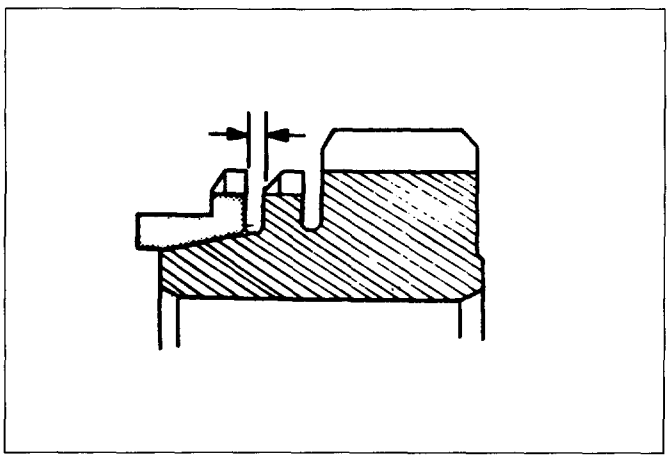

Fig. 7B-80
- Use a thickness gauge to measure the clearance between the block ring and the dog teeth (Fig. 7B-81).